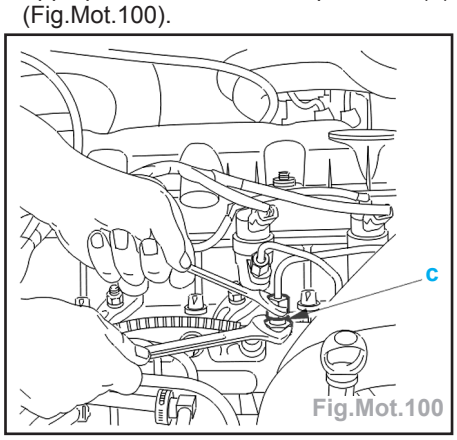

Fig.Mot.100
- Appliquer un contre-couple en (c) (Fig.Mot.100).